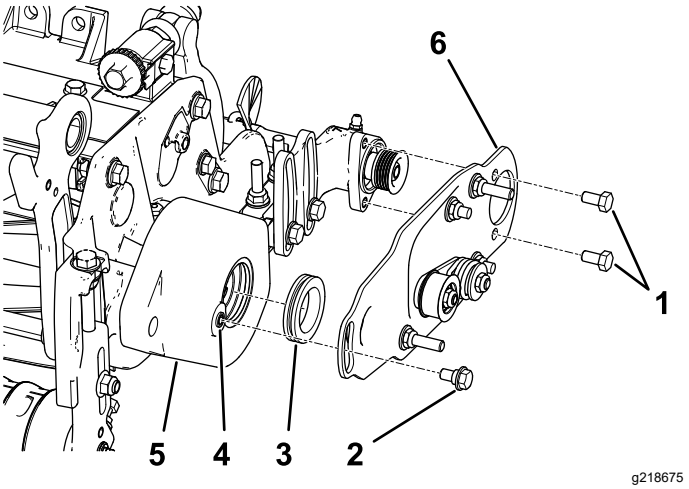

Figura 12
2. Aplique uma película de massa lubrificante no diâmetro interior do olhal, na caixa da escova do rolo (Figura 12).
3. Instale a placa articulada da escova do rolo do lado esquerdo ou direito (Figura 12).
Nota: Certifique-se de que o conjunto da polia intermédia está instalado na parte inferior, como se mostra na Figura 12.
4. Aplique adesivo de roscas nos dois parafusos (5/16 pol. x ½ pol.) e utilize-os para montar a placa da escova na caixa de rolamentos da escova do rolo (Figura 12).
5. Limpe qualquer tinta das roscas da estrutura da escova do rolo utilizando uma torneira 5/16 pol.–18 antes de aparafusar no parafuso com olhal (Figura 12).
6. Aplique adesivo de roscas ao parafuso com olhal (Figura 12).
7. Prenda a placa da escova na caixa da escova do rolo com o parafuso com olhal (Figura 12).